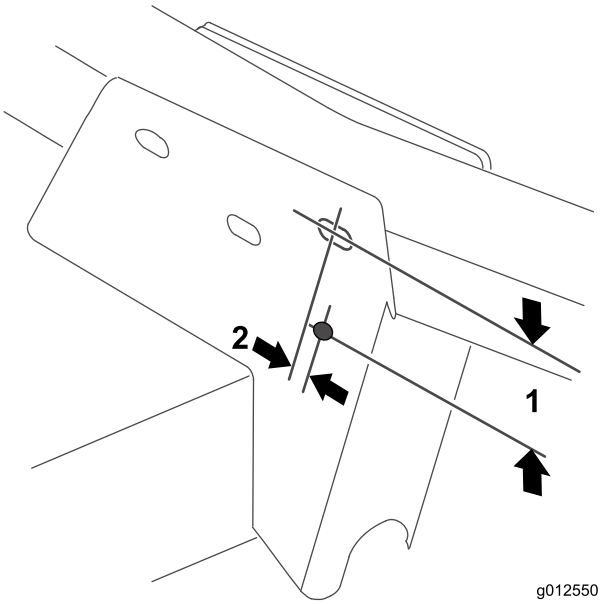

Figura 22
1. Con las dimensiones indicadas en Figura 22, localice, marque y perfore un taladro de 11/32 pulg. de diámetro a través de las dos paredes del soporte de la rueda giratoria derecha.